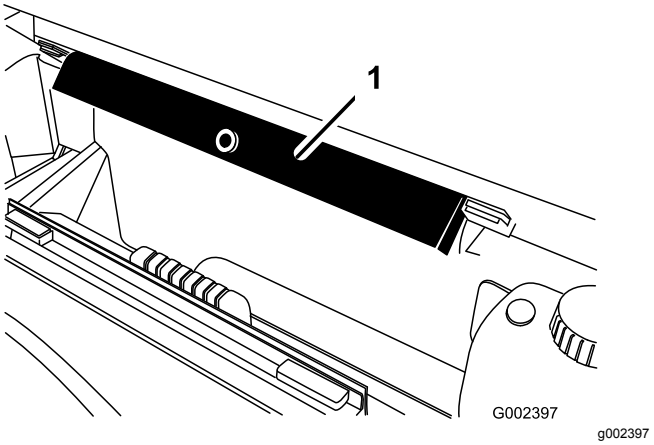

Figur 88
7. Fjern støtten til planet fra lagringsbrakettene på baksiden av veltebøylepanelet (Figur 88).